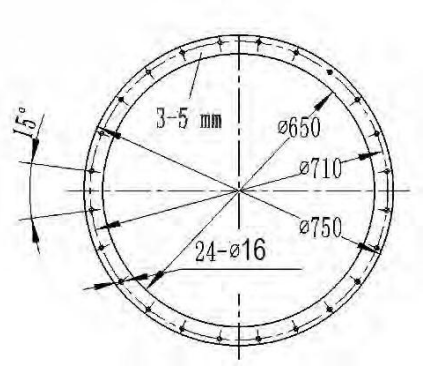

Рис. 13. Маслостойкая прокладка
При установке переключателя на крышке трансформатора необходимо использовать монтажный фланец (см. Приложение 6) и маслостойкую прокладку (Рис. 13), которые изготавливаются пользователем.
(1) Установите бак контактора на горизонтальную платформу.
(2) Протрите уплотнительную поверхность фланца головки переключателя и монтажного фланца.
(3) Установите прокладку на монтажный фланец крышки трансформатора (рис. 13).
(4) Поднимите бак контактора и осторожно опустите его в отверстие монтажного фланца.
4.2 Монтаж переключателя на трансформаторе с баком колокольного типа (Рис.19) Устройство РПН, устанавливаемое на баке колокольного типа, имеет опорный фланец, который временно фиксирует РПН на кронштейне трансформатора, и разъёмную головку, закрепляемою на крышке трансформатора. Опорный фланец и разъёмная головка соединяются через О-образное уплотнительное кольцо. При установке фланца головки устройства РПН на крышке бака трансформатора необходимо использовать монтажный фланец (см. Приложение 6) и маслостойкую прокладку (рис. 13).